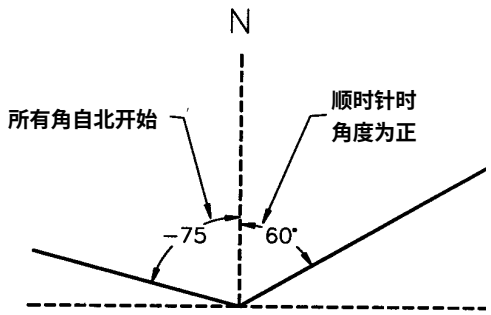

图3-9 以正北方为基准（Y轴）度量角度
3) 设置方向为 90°（正北方），且顺时针方向度量角度（在顺时针方向上角度度量为正）（如图3-9所示）。